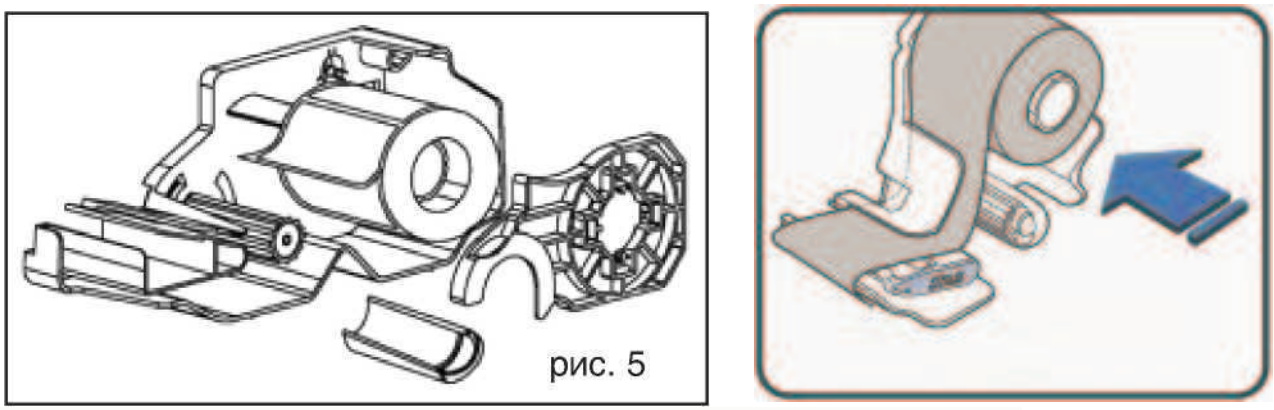

Рисунок 1.22 – Установка нового рулона
5. Установите новый рулон (см. рисунок 1.22).